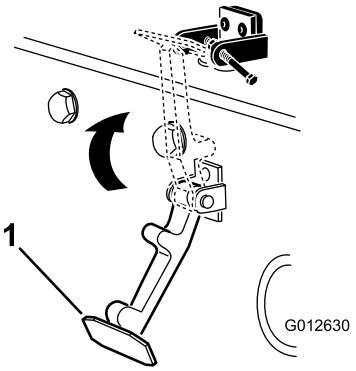

Figur 9
6. Kroka fast motorhuvsspärren på dess fäste (Figur 9).